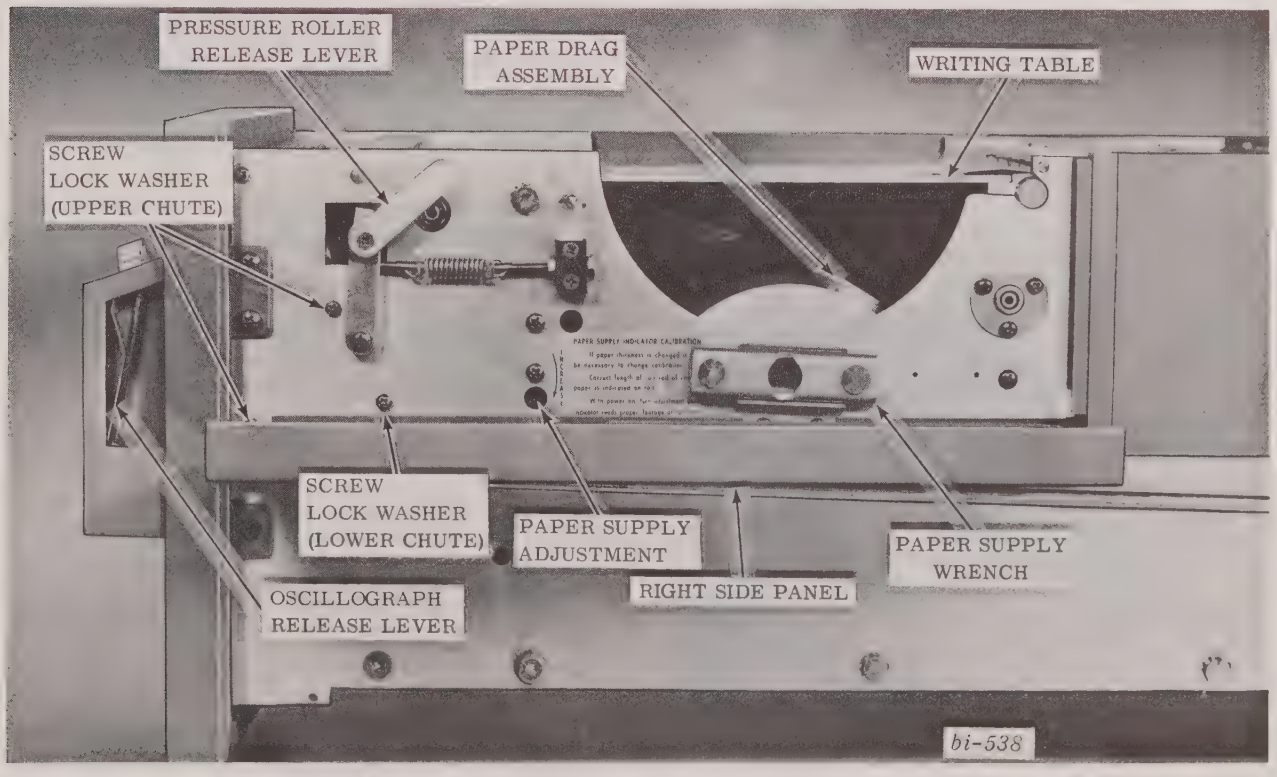

FIGURE 6-3 HORIZONTAL OSCILLOGRAPH RIGHT SIDE
2. Press both release levers (Fig. 6-3) and pull out oscillograph.
3. Lower both side panels (Fig. 6-3).
4. Tear off chart paper against serrated edge and push pressure roller release lever (Fig. 6-3) down to release pressure on paper.
11. Remove paper core from shaft with tool stored on right side of oscillograph (Fig. 6-3).